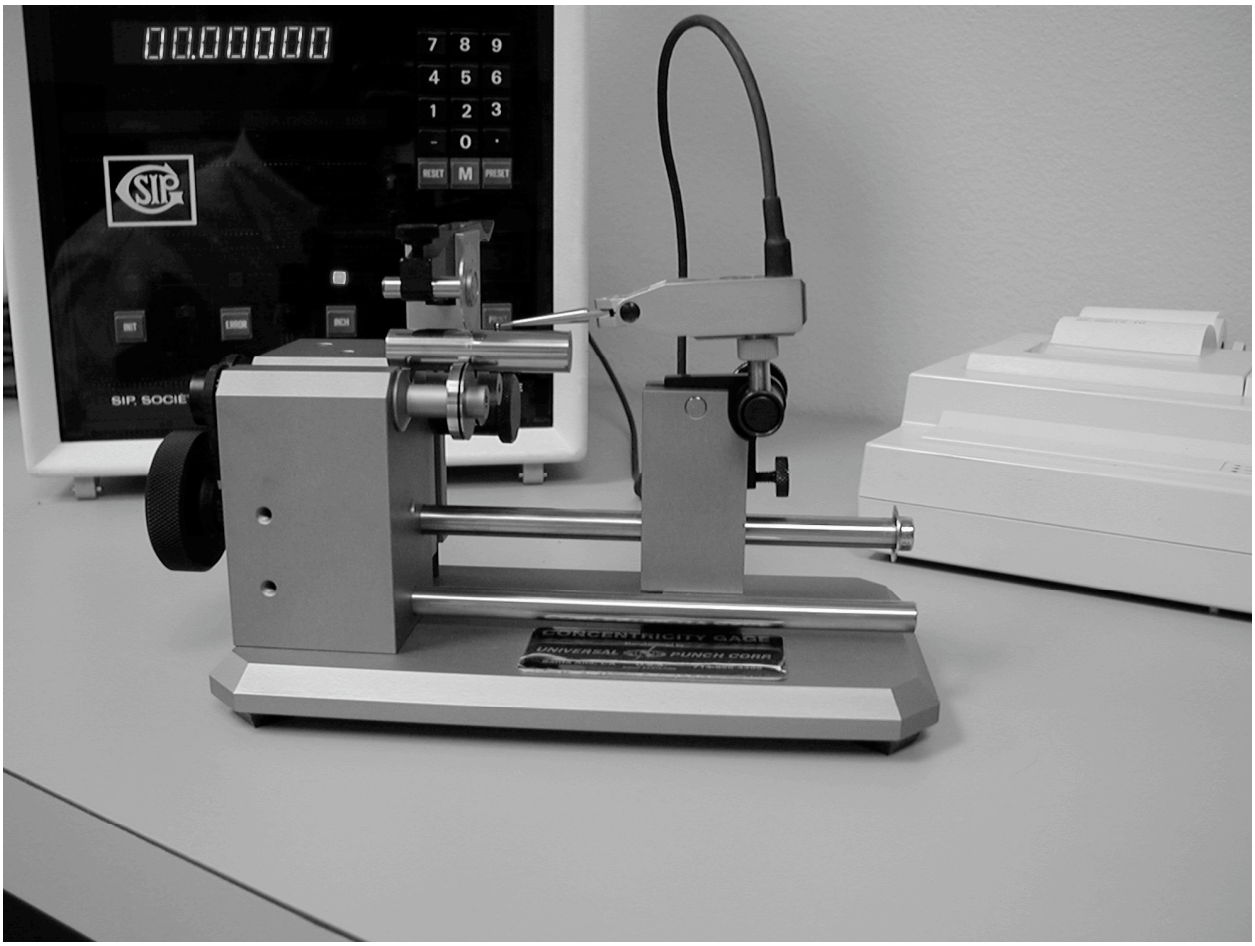

Figure 19. Calibration Set-up.
- 14.7.6 Verify the runout to be measured and place the appropriate calibrated test pin into the Concentricity Gage between the Main Rollers and allow the Top Roller to clamp it securely. See Figure 19.
14.7.7 Move the Indicator Carrier holder with the measuring instrument assembly and bring the measuring instrument into position to measure the Calibrated test pin. This is a point approximately _ " from the end of the Main Rollers aligned with the centerline of the test pin in the vertical direction as shown in Figure 19.